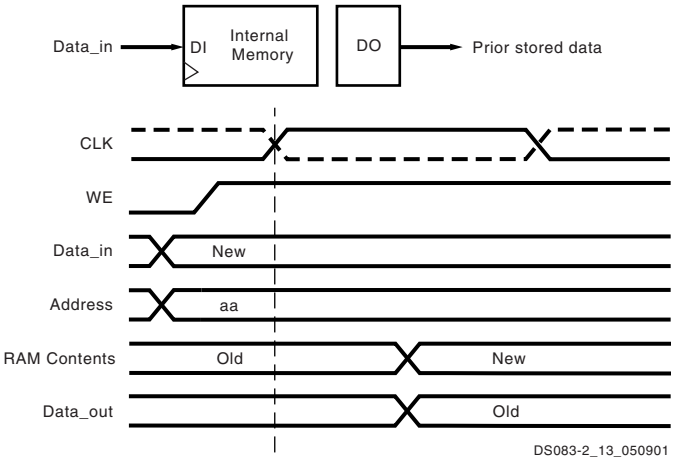

*Figure 50:* **READ_FIRST Mode**
The same clock edge that writes data input (DI) into the memory also transfers the prior content of the memory cell addressed into the data output registers DO, as shown in Figure 50.